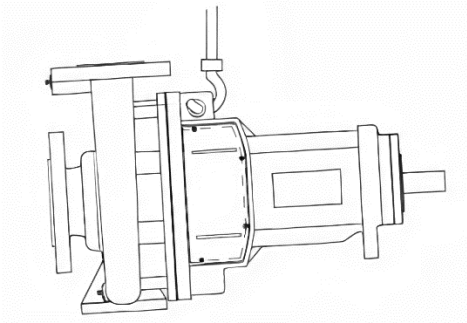

Рис. 5 Правильный способ строповки насоса без двигателя
- установить агрегат насосный на раме на заранее подготовленный фундамент (схему строповки см. рис. 5);